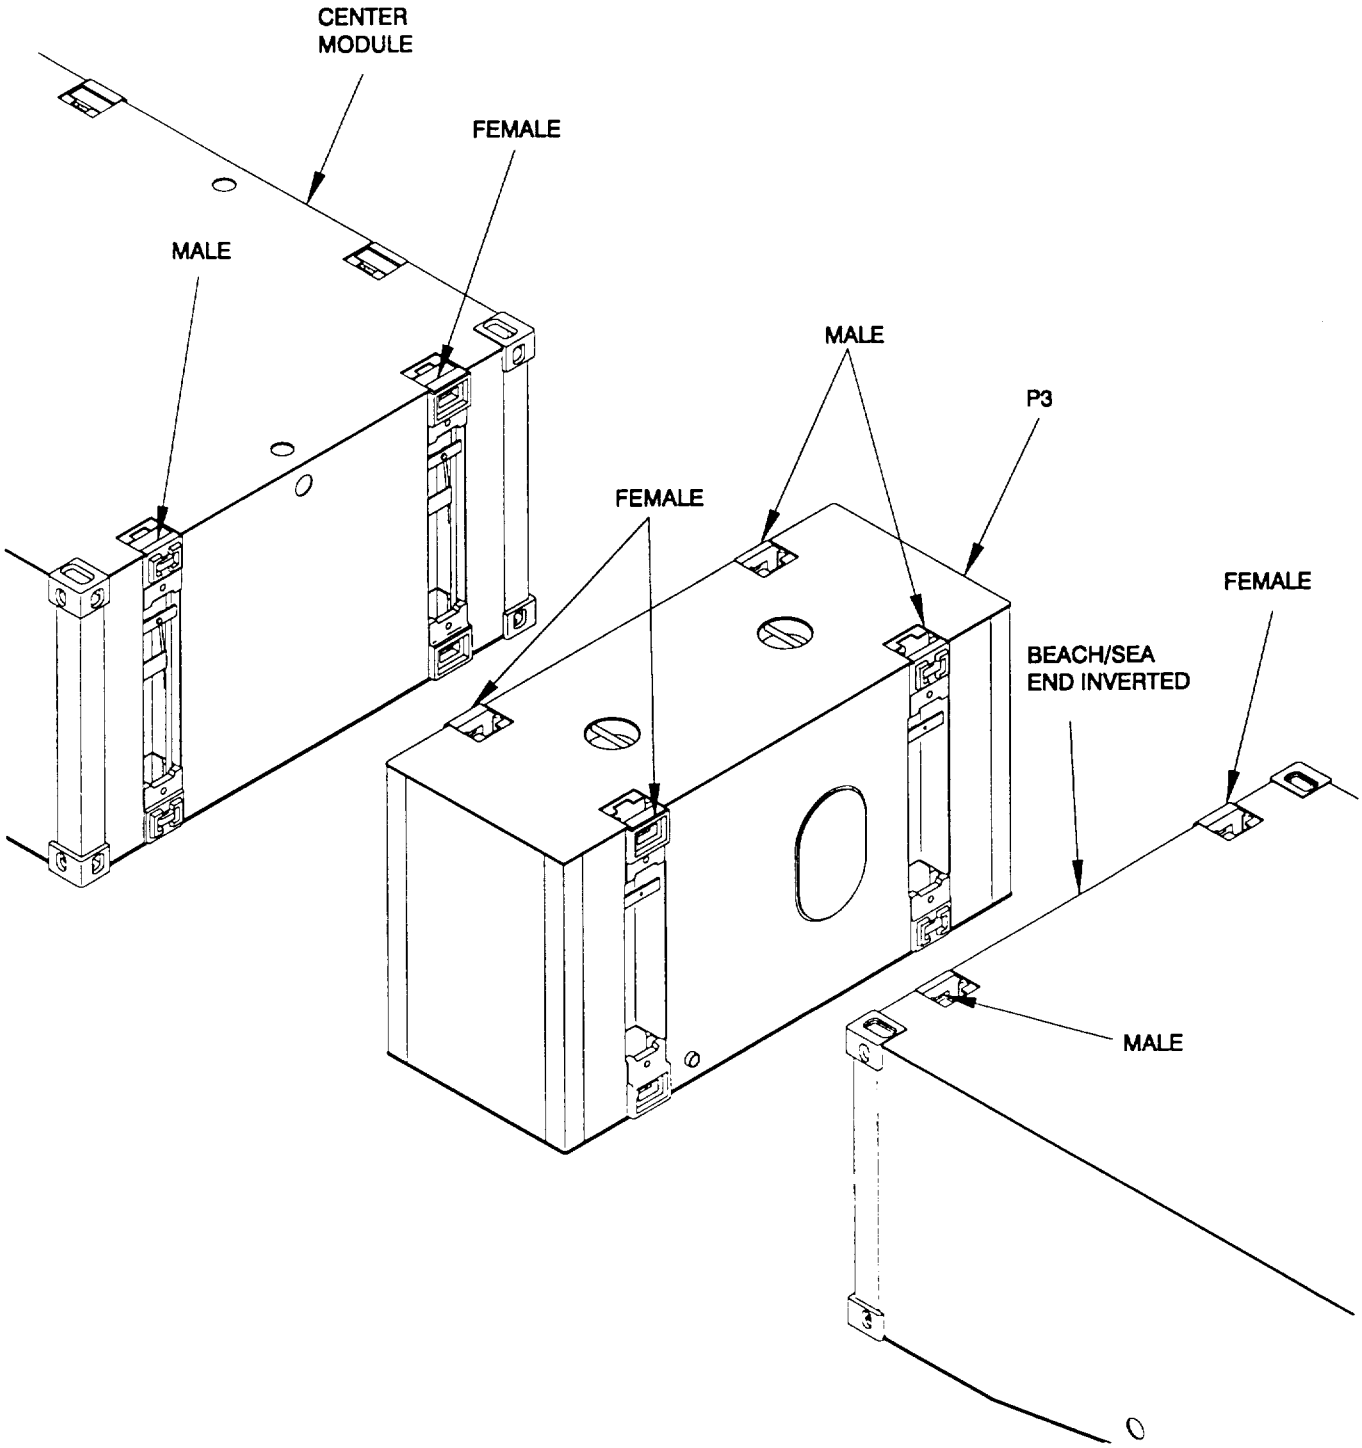
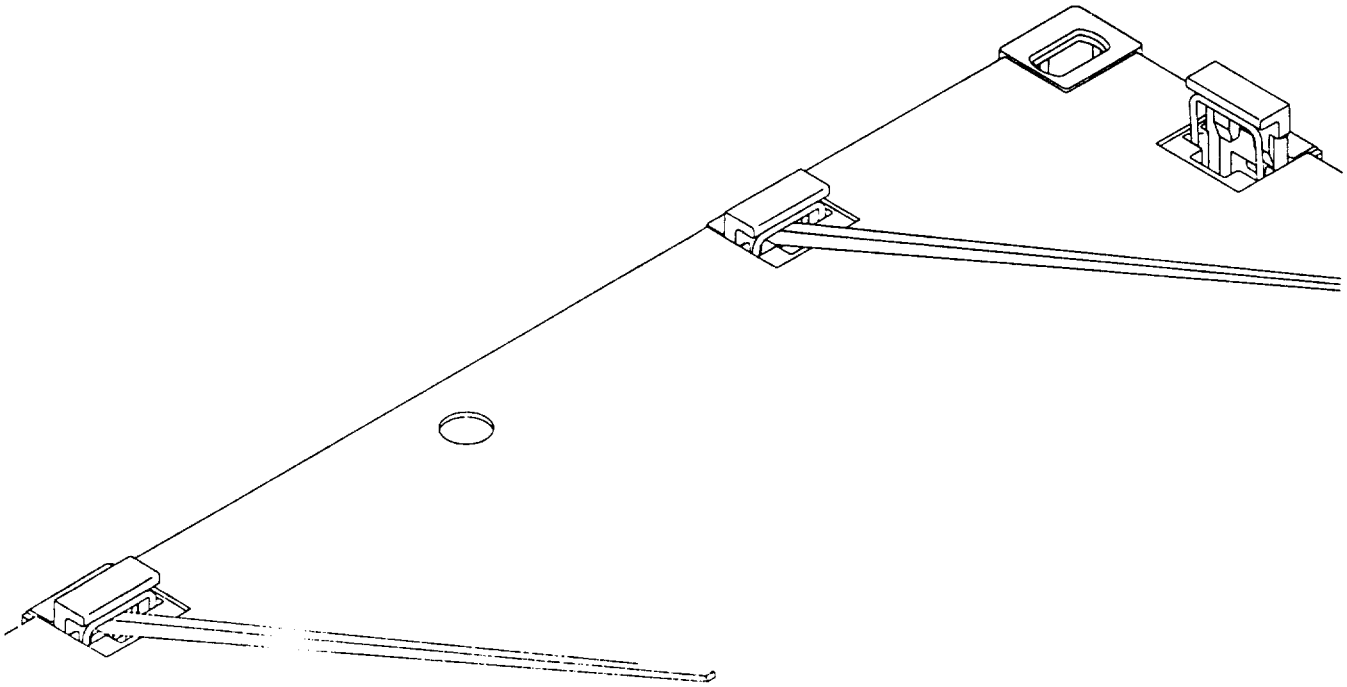

Figure 2-31. P-3 Adapter Assembly Connector Assembly.
Figure 2-32. Pry-Bar Operation and Rotation.
2-7.4 P-3 Adapter Assembly Connection Assembly. The P-3 Adapter Assembly (Figure 2-31) is positioned between the center module (non-powered) and the beach/sea end module. This allows the beach/sea end to be installed in the inverted position (optional configuration). When in the inverted position, guillotine bars are inserted into the opposite connector positions. The male and female connectors are positioned in accordance with Figure 2-32. The male and female connections are made in accordance with Paragraphs 2-7.2 and 2-7.3.
c. Insert the pry-bar behind the Spring Bar under the Male Guillotine Bar (Figure 2-32).
1) Insert the pry-bar behind the Spring Bar under the Female Guillotine Bar (Figure 2-32).
2) Rotate pry-bar downward to clear Spring Bar from deck overhangs and allow the Female Guillotine Bar to move upward (Figures 2-32, 2-33 and 2-34).